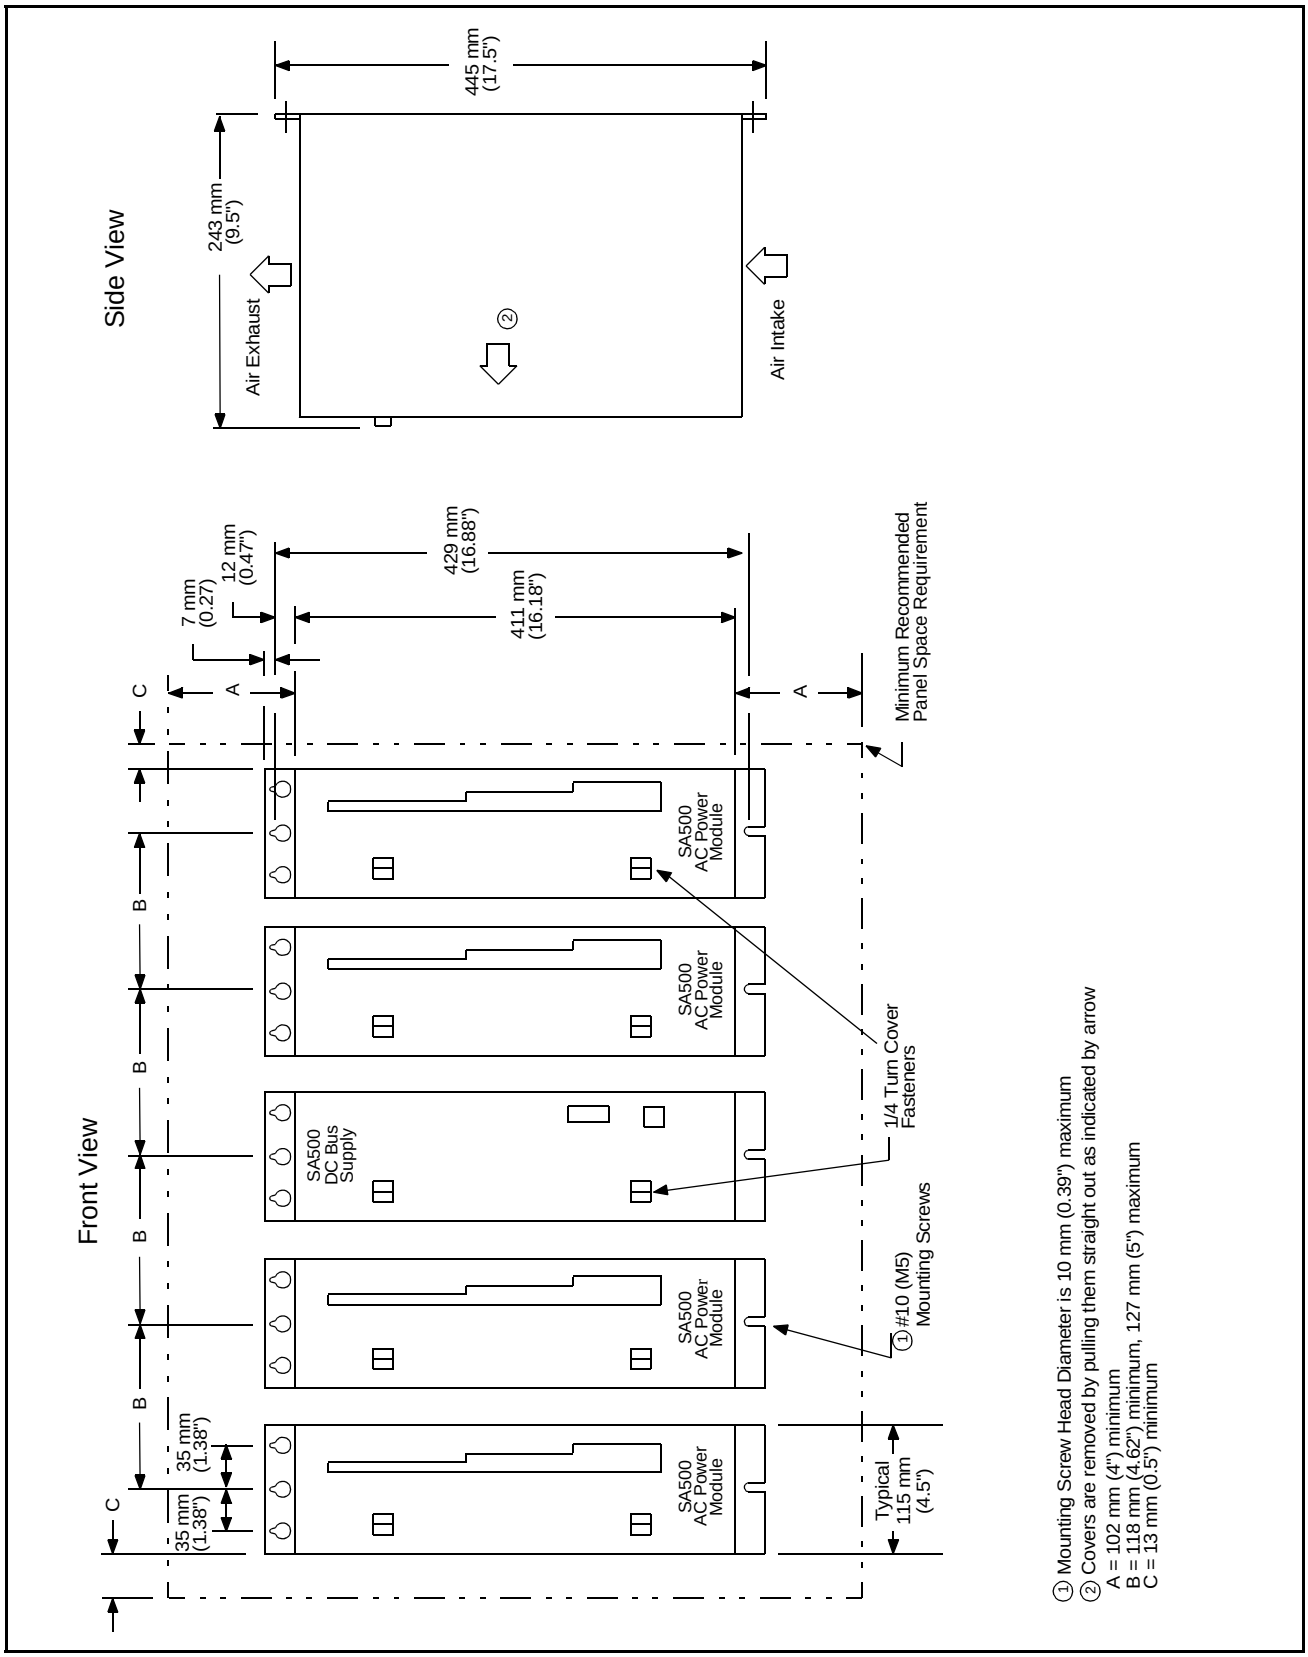

Figure 3.1 – SA500 DC Bus Supply Mounting Dimensions
Step 1. Mount the DC bus supply. DC bus supplies are designed to be mounted on a flat surface using M5 or #10 screws. The holes in the top flange are key-hole shaped and the lower holes are U-shaped to facilitate mounting. The bus supply should be mounted in a location with good air flow and in close proximity to the SA500 AC Power Modules (3 mm (1/8 in) to 13 mm (1/2 in) spacing between units). See figure 3.1. Provide at least 85 mm (3.3 in) of clearance above and below the bus supply for ventilation.